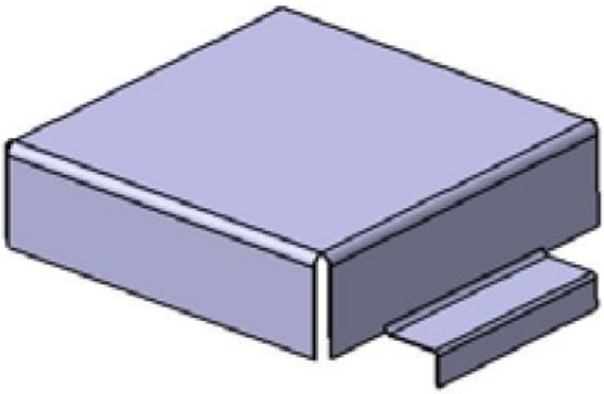

Figure 15-166 *The flange created*
4. Choose the **Reverse Direction** button, if required. Choose the **OK** button; the flange is created, as shown in Figure 15-166.